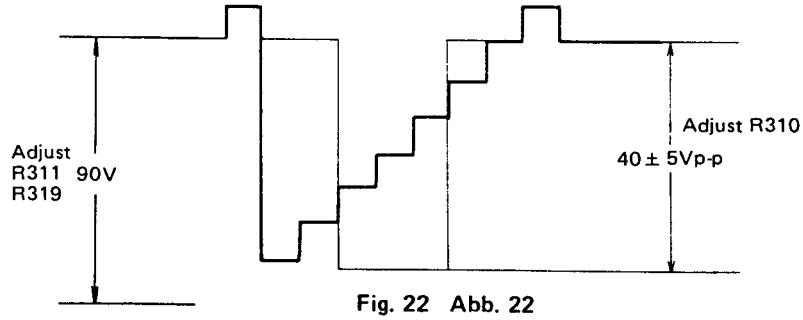

Fig. 22 Abb. 22
4. Adjust Bright and Sub-bright (R311) controls to $90V_{B\text{-}P}$ as in fig. 22.
5. Adjust sub contrast control (R310) to obtain the wave-from as in fig. 22.
5. Den Grundkontrastregler (R310) so einstellen, daß die in Abb. 22 gezeigte Wellenform erreicht wird.